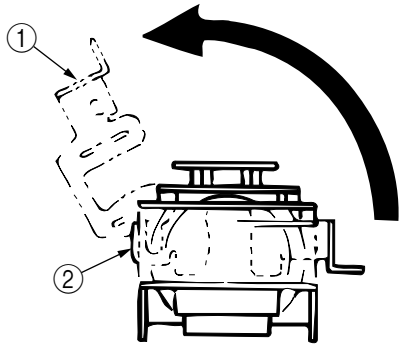

Figure 3.3.1
(1) Open the access over.
(2) Pull up and rotate the head clamp ① to unclamp the printhead ② as shown fig. 3.3.1.
(3) Disconnect the printhead ② from PC connector ③.
(4) To install, follow the removal steps in the reverse order.